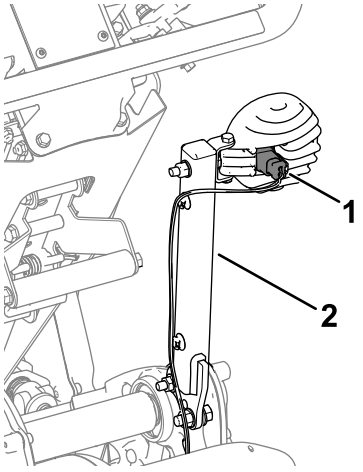

Figuur 1
A. Verwijder de kabelboomaansluitingen (Figuur 1) van de lampen.
B. Verwijder de lampbevestigingen (Figuur 1) van de machine. Leg de bevestigingen opzij voor montage aan de montagebeugels.